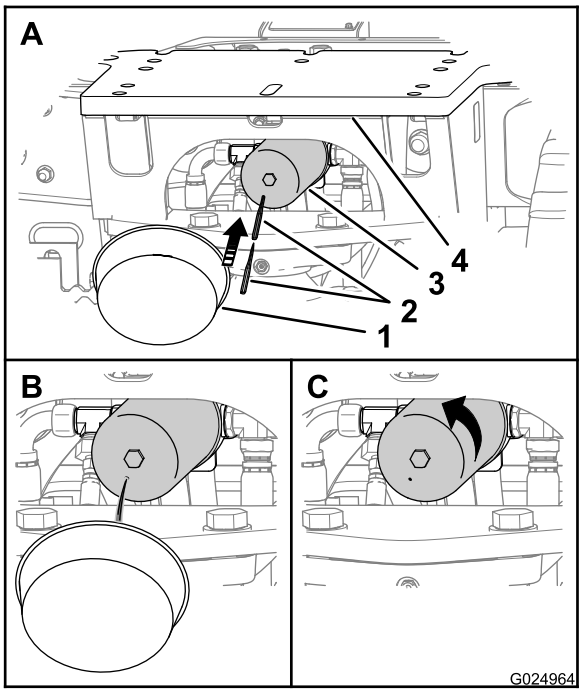

Figure 111
Remarque: Vous pouvez accéder au filtre de retour hydraulique sous la plaque d'accessoire arrière de la machine (Figure 111).
1. Placez un bac de vidange sous le filtre de retour hydraulique (Figure 111).
2. Percez le fond du filtre de retour hydraulique et vidangez le restant de liquide hydraulique dans le bac (Figure 111).
3. Tournez le filtre de retour hydraulique dans le sens antihoraire pour le déposer (Figure 111).